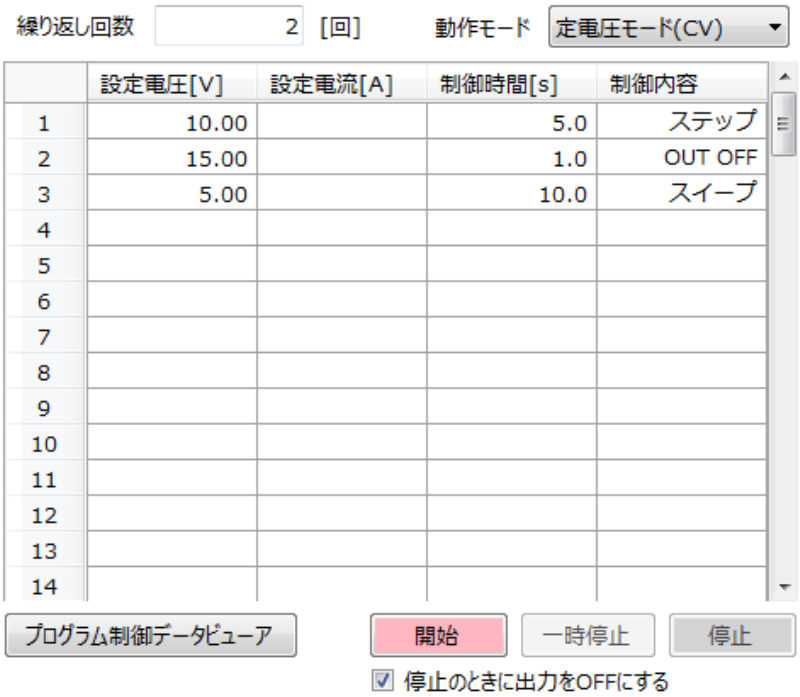
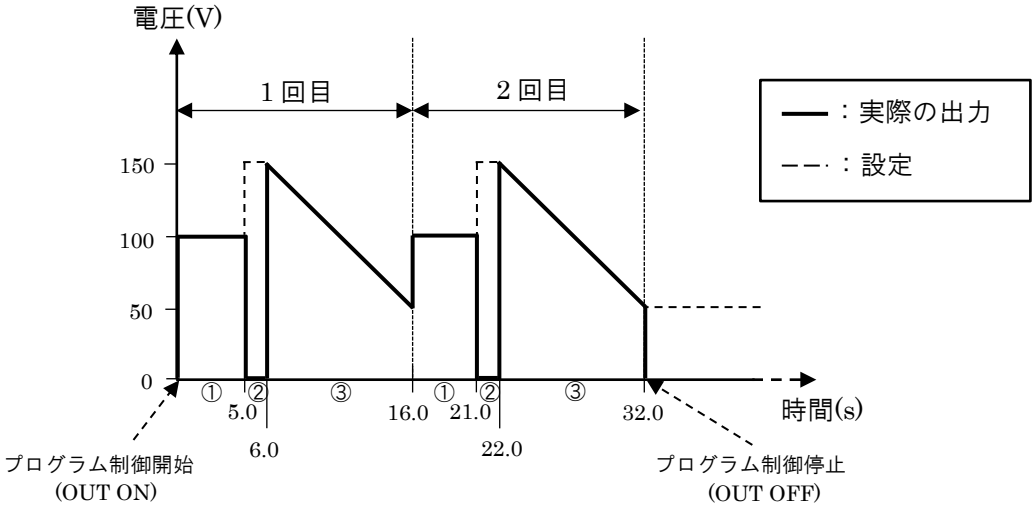

図 8-12 プログラム制御データ設定例
図 8-13 プログラム制御実行結果例
プログラム制御データ設定例(図 8-12)
プログラム制御データ(図 8-12)の設定後、制御を開始した場合、次のような結果となります。
※図 8-13 の①～③は図 8-12 の 1～3 行を示しています。